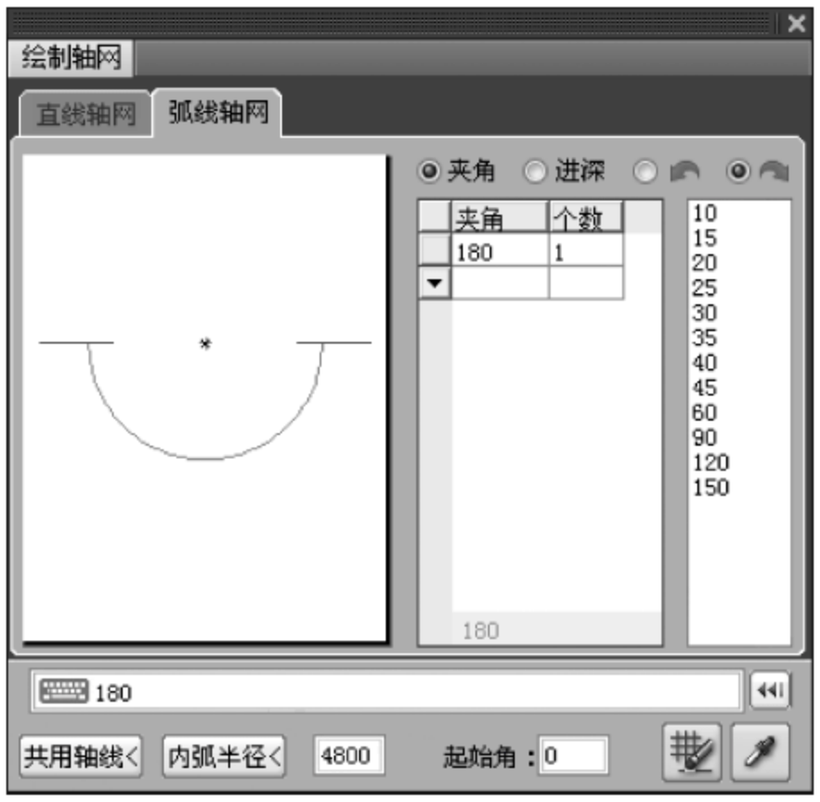

图 17-6　定位“弧线轴网”
(4) 单击菜单中的“轴网柱子”→“绘制轴网”命令，打开“绘制轴网”对话框，选择其中的“弧线轴网”，勾选“夹角”“顺时针”两种方式，在“夹角”内输入“180”，“个数”输入“1”，“内弧半径”为“4800”。其他输入数据如图 17-6 所示。
(5) 在屏幕中选择轴线交点单击，完成定位轴网。